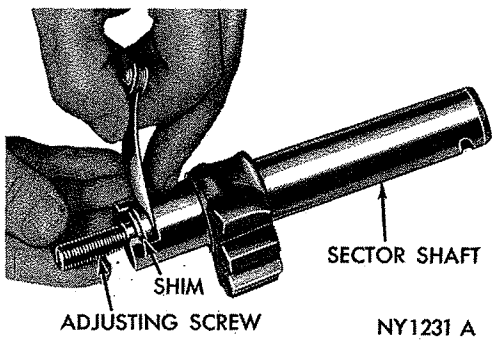

***Fig. 18—Checking Cross Shaft Adjusting Screw End Clearance***
(31) After adjusting preload, tighten bearing adjuster lock nut, and retest to be sure preload remains between 1⅛ and 4½ inch-pounds.
(32) Before installing cross shaft, pack wormshaft cavities in housing above and below the ball nut with steering gear lubricant. Use steering gear lubricant whenever possible, but if not available, a good grade of multi-purpose lubricant may be used. Do not use gear oil. When gear is properly packed with steering gear lubricant it will contain eleven fluid ounces of lubricant, and level of lubricant will be at top of worm.
(33) Slide cross shaft adjusting screw and shim into slot in end of shaft.
(34) Test end clearance (Fig. 18). The screw must be free to turn with zero to .004 inch end play. Three different thickness shims are available to obtain specified clearance.
(35) Start cross shaft and adjuster screw into bearing in housing cover. Then, using a screw driver